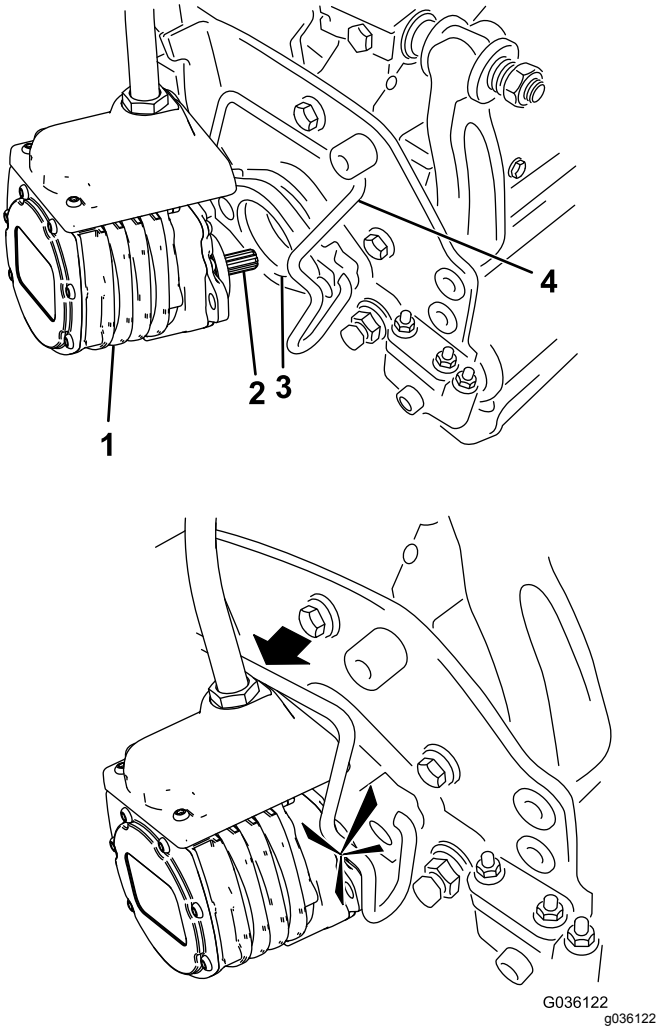

**Figuur 50**
6. Smeer schoon vet op de sleufas van de motor van het maaidek (Figuur 50).
7. Steek de motor in de linkerkant van het maaidek (gezien vanuit de bestuurdersstoel) en trek de motorbevestigingsstang op het maaidek in de richting van de motor totdat u aan beide kanten een klik hoort (Figuur 50).